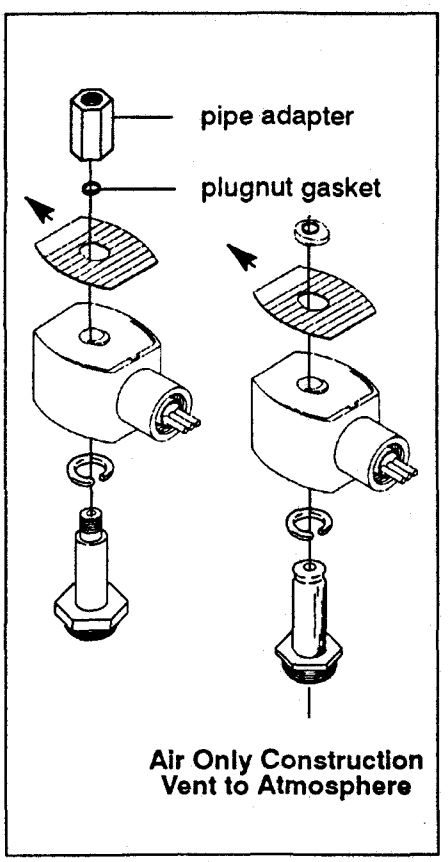

Figure 3. 3–Way Construction
3. Snap off red cap from top of solenoid base sub–assembly. For 3–way construction with pipe adapter (Figure 3), remove pipe adapter, nameplate and solenoid. Omit steps 4 and 5.